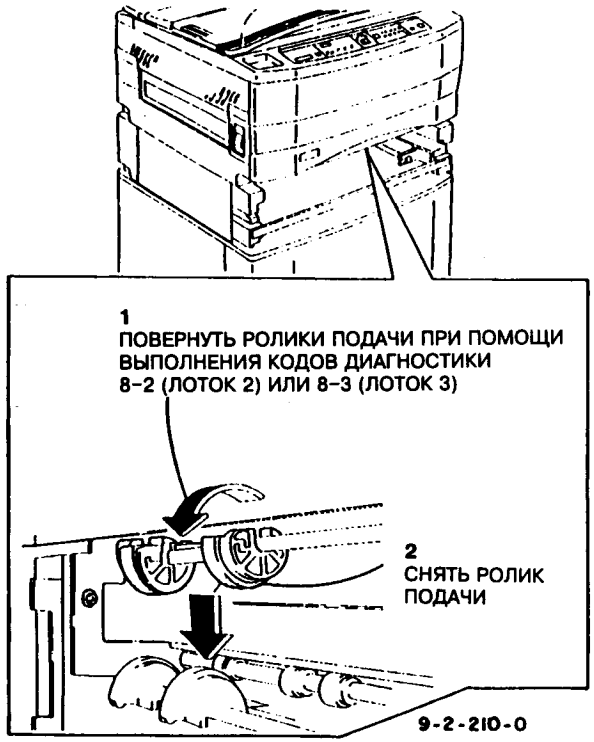

Рис.1 Снятие ролика подачи
2. Войти в режим диагностики и выполнить процедуры 8-2 (лоток 2) и 8-3 (лоток 3), чтобы перевернуть ролики подачи. Снять ролики подачи (рис.1).